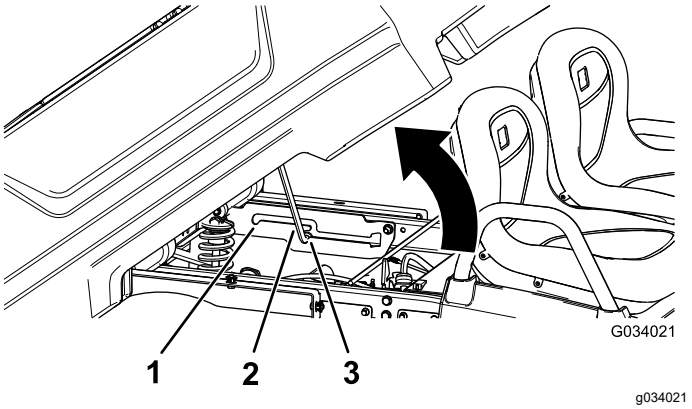

Figur 16
2. Trekk støttestangen inn i sperresporet for tømmeposisjon, og fest planet for tømming (Figur 16).
2. Trekk støttestangen inn i sperresporet for serviceposisjonen, og fest planet for vedlikehold (Figur 16).
2. Trekk støttestangen ut av sperresporet (Figur 16).